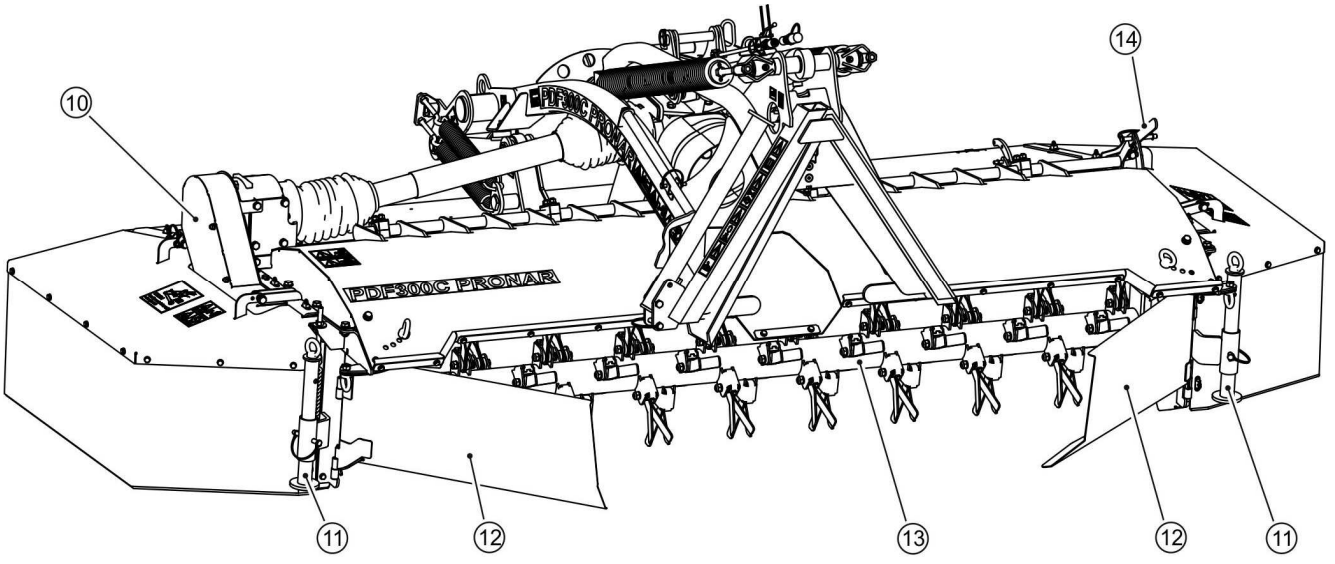

**РИСУНОК 3.1 Общее устройство**
*(1) рама навески, (2) передача привода режущего бруса, (3) разгрузочные пружины, (4) главная рама с кожухами, (5) режущий брус, (6) трехточечная система навески, (7) подборщик покоса, (8) опора, (9) центральная передача косилки, (10)- ременная передача привода вспушивателя покоса (PDF300C), (11)- опоры вспушивающего аппарата (PDF300C), (12)- подборщик покоса (PDF300C); (13)- вал вспушивателя (PDF300C); (14)- рычаг регулирования демпфирующих пальцев (PDF300C).*
Передненавесная дисковая косилка PDF300 / PDF300C (РИСУНОК 3.1) предназначается для агрегирования с трактором, оборудованным передней трехточечной навесной системой и передним валом отбора мощности (ВОМ). Состоит из рамы навески (1), соединенной при помощи тяг и шкворней с главной рамой (4). К главной раме крепятся подъемные боковые кожухи, передние и задние защитные приспособления. Передача привода от трактора на режущий брус (5) осуществляется при посредничестве передач (2) и (9) и телескопических карданных валов (РАЗДЕЛ *3.4 „СИСТЕМА ПЕРЕДАЧИ ПРИВОДА И РЕЖУЩИЙ АППАРАТ").* Разгрузочные пружины (3) служат для обеспечения соответствующего нажима режущего бруса на основание (РАЗДЕЛ *4.5 „РЕГУЛИРОВКА И КОШЕНИЕ").* К главной раме (PDF300) крепятся передвижные подборщики (7), укладывающие скошенную траву в покос шириной от 1,2 м до 2,0 м.